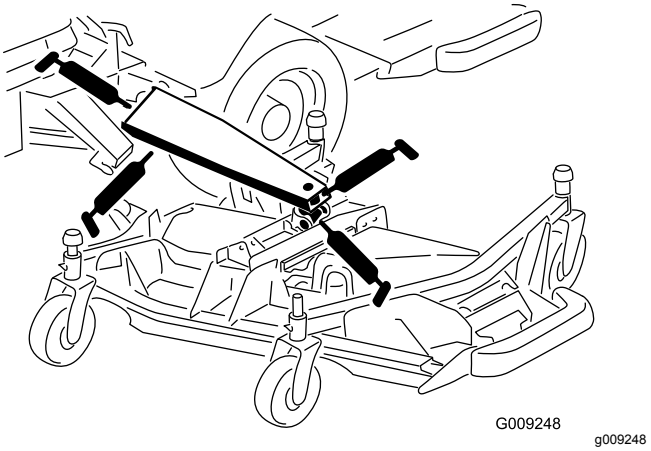

Figur 92
- 3 huvudlyftarmsbussningar (Figur 92)
- 1 lyftcylinderbussning (Figur 92)